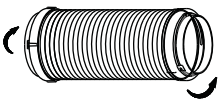

Fig. 18
1. Installez l’adaptateur d’évacuation pour fenêtre dans le tuyau d’évacuation, tel qu’illustré dans la fig. 18. Reportez-vous aux pages précédentes pour l’installation de la trousse pour fenêtre.